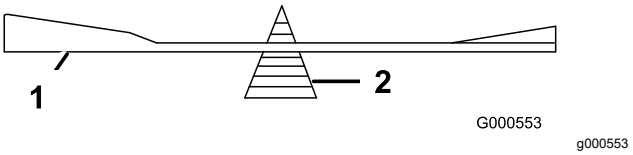

Figure 80
2. Vérifiez l'équilibre de la lame en la plaçant sur un équilibreur (Figure 80).